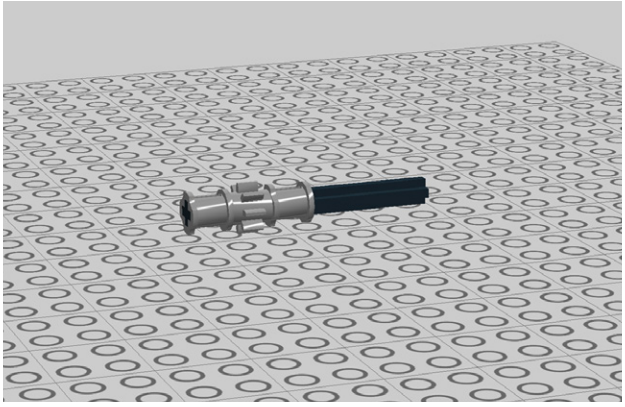

Figure 4-34. *Step 29: Adding the bushes and 8-tooth gear to a cross axle*
29. Add two bushes and an 8-tooth gear to a 6M cross axle. Figure 4-34 shows how they go together.